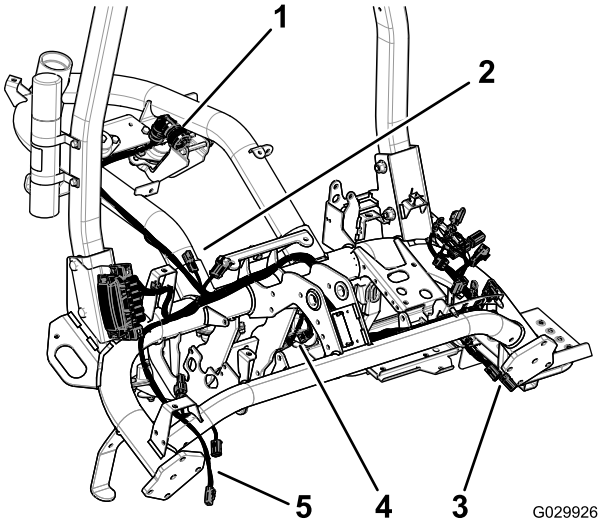

Figuur 8
10. Sluit de overeenkomende klemmen aan op de messenkooimotoren (Figuur 8).